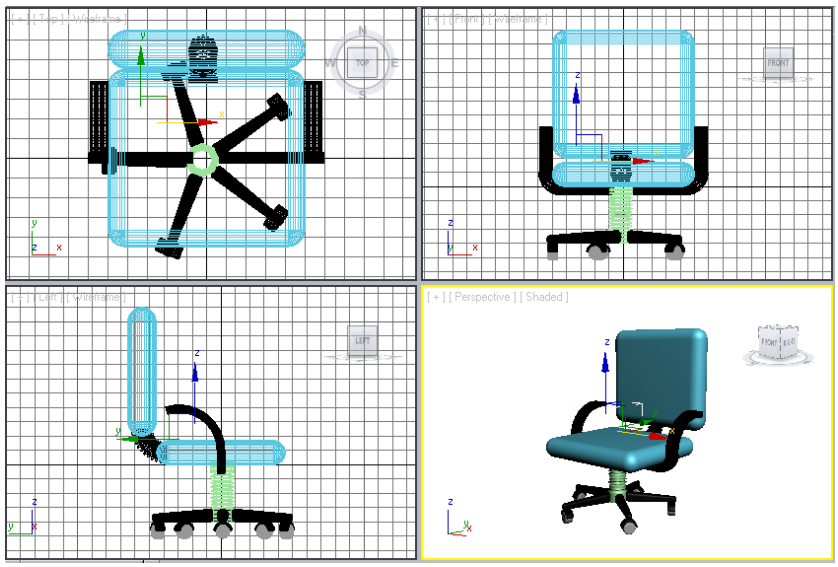

Figure 3-92 *Alignment of the left hand support in all viewports*
4. Align the *left hand support* in all viewports, as shown in Figure 3-92.